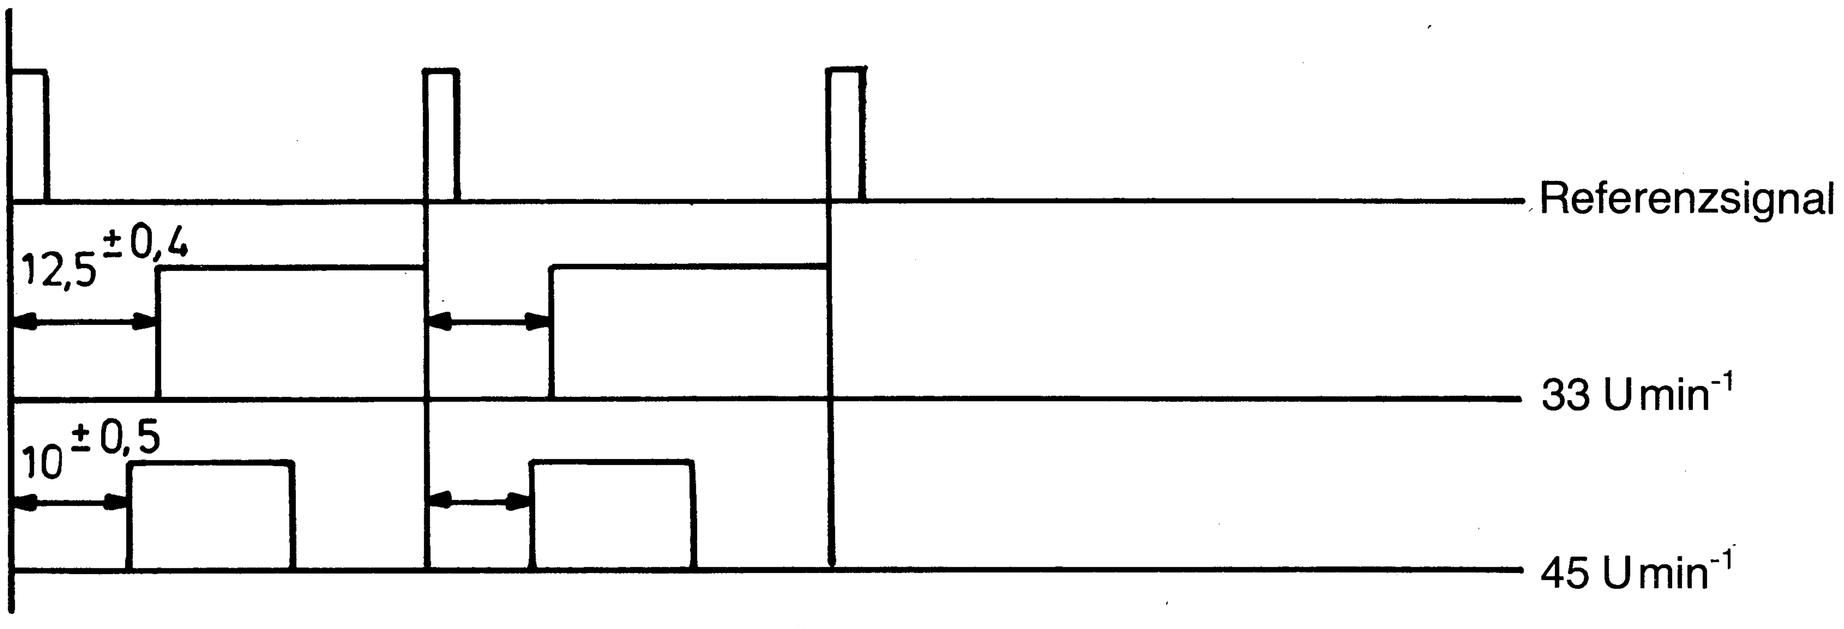

Abb. 3
Kanal 1 an die Anschlußstifte 24 und 1 (Masse) anschließen. Kanal 2 an die Anschlußstifte TP und 1 (Masse) anschließen. „45": VR 5 nach Abb. 3 einstellen „33": VR 4 nach Abb. 3 einstellen	Abgleich mit Zweistrahloszilloskop
1. Turn VR 4 (on the motor control board) fully clockwise (see "45" rpm) Connect (+) terminal of channel 1 to No 24 PIN and (—) terminal No 1 PIN. The (+) terminal of channel 2 to TP Pin and (—) terminal to No 1 Pin. "45" rpm: Adjust VR 5 like in fig. 3 "33" rpm: Adjust VR 4 like in fig. 3	Use 2-channel oscilloscop.
Branché l'oscilloscop: 1. Canal à les broches de raccordement 24 et 1 (terre) 2. Canal à les broches de raccordement TP et 1 (terre) «45» Reglé VR 5 d'aprés la fig 3 «33» Reglé VR 4 d'aprés la fig 3	Alignement avec oscilloscop a deux canaux